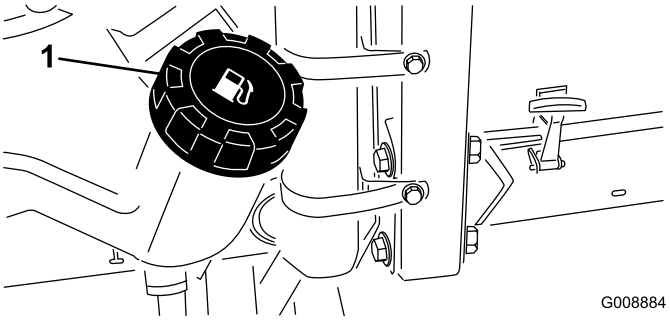

**Figur 21**
1. Rengör området runt tanklocket (Figur 21).